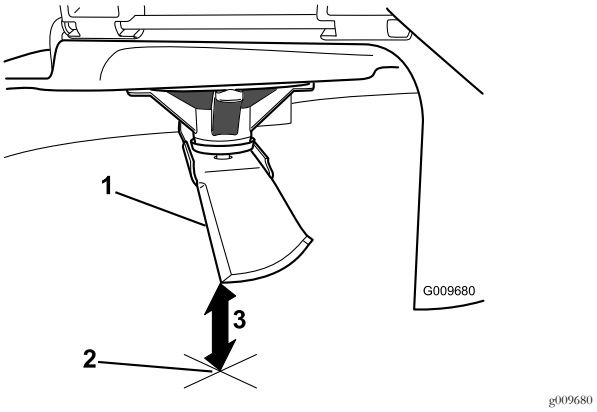

Figuur 55
5. Meet de afstand tussen het uiteinde van het mes en de vlakke ondergrond (Figuur 55).